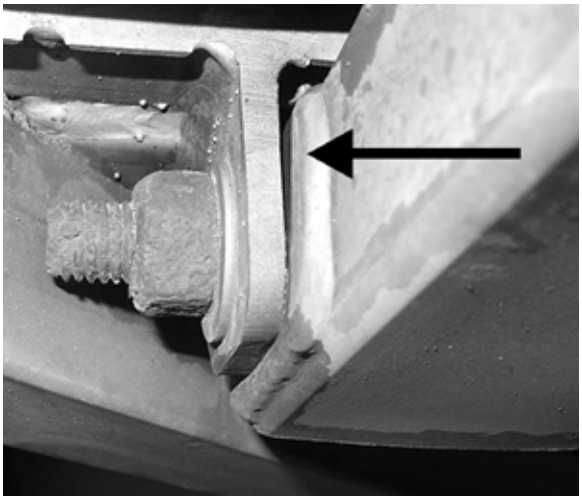

FIGURE 25: JEU VISIBLE SUR LES JOINTS TRANSVERSAUX
6. Aux emplacements de boulons transversaux (Figure 25), tout jeu visible entre le tube du support du réservoir et les pattes de montage du véhicule n'est pas acceptable.